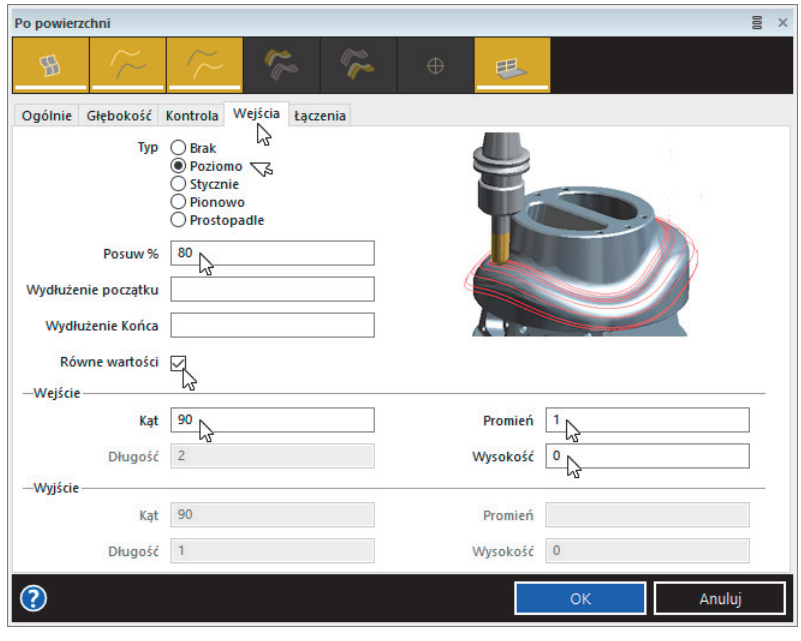

Rysunek 9.28. Widok karty Wejścia cyklu Po powierzchni
1. Na karcie *Wejścia* definiujesz ruchy wejścia narzędzia w materiał i wyjścia z niego (rysunek 9.28).